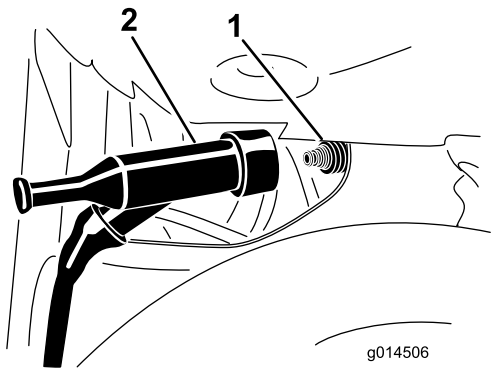

Figure 53
3. Pull the spark-plug wire off the terminal of the spark plug (Figure 53).
4. Push the spark-plug wire onto the terminal of the spark plug (Figure 53).